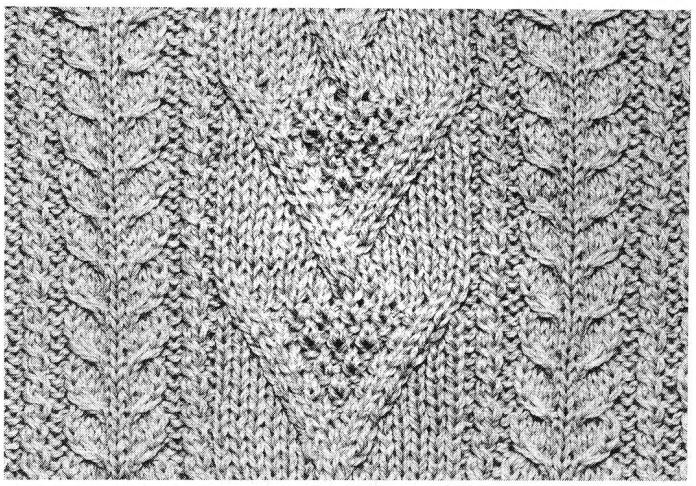

Fig. 10: Erhaltenes Gestrick
- Sobald der Musterschaffende mit dem gesuchten Aussehen zufrieden ist, bearbeitet der Rechner die so gesammelten Eingabeinformationen und bearbeitet das Maschenschema auf. Dieses erscheint auf dem Bildschirm oder wird auf dem Drucker ausgedruckt (siehe Fig. 10).